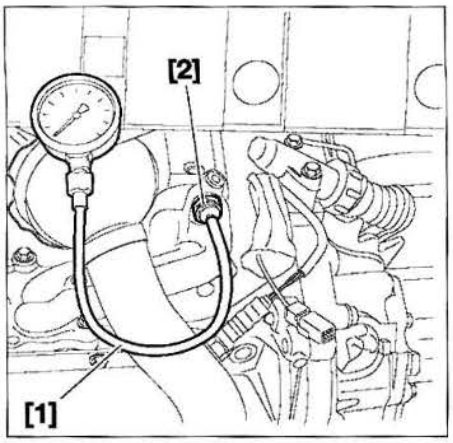

FIG. 23
• Para el control de la presión de aceite, conectar un manómetro [1] (maletín ref. 4103-T), provisto de un adaptador [2], en lugar del manocontacto **(Fig.23)**.